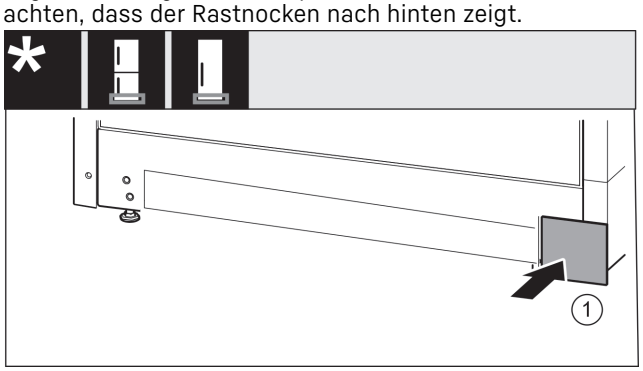

Fig. 19
▶ Abdeckung *Fig. 19 (1)* auf der anderen Seite wieder aufsetzen.